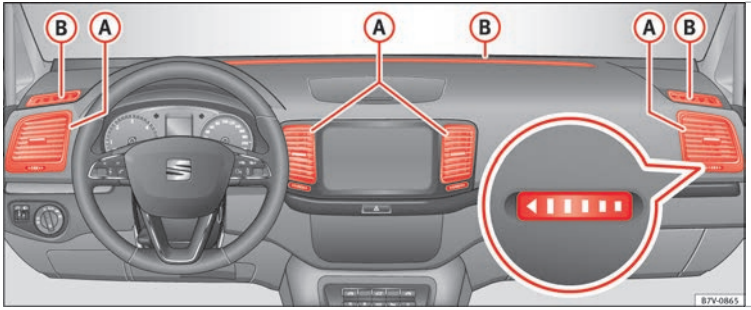

Bild 196 Ventilationsmunstycken på instrumentbrädan
Stäng aldrig ventilationsmunstyckena ››› **bild 196** (A) helt för att garantera värme, luftkonditionering och ventilation i bilen.